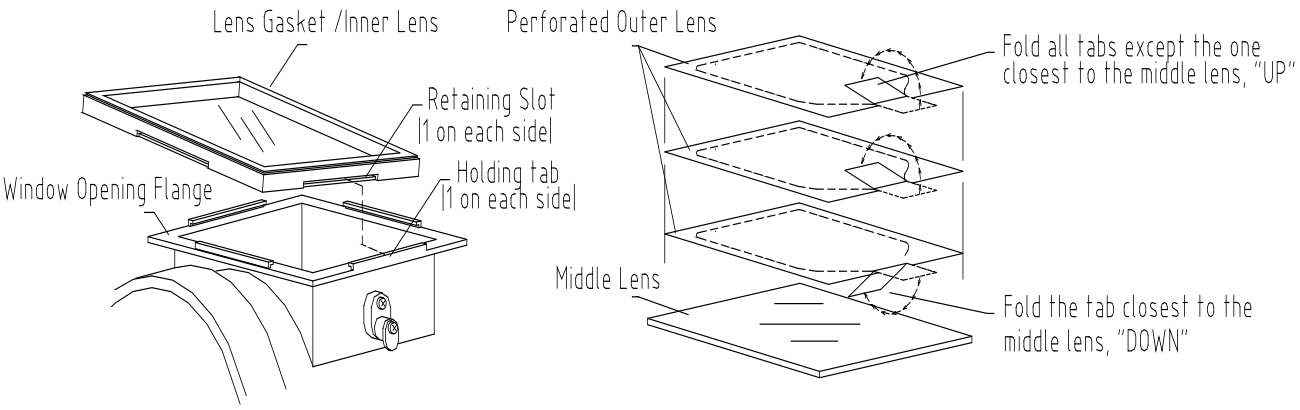

Figure 3: Replacement of mylar lenses
(1) Open Frame	- Trough rubber latch.
(2) Remove Inner Lens	- Remove the middle lens and cover lens. - Pull the lens gasket and inner lens off the window opening flange. - Remove the inner lens from the lens gasket.
(3) Place new lens	- Clean gasket and replace a new inner lens. - Place the new gasket together with the lens onto the opening from outside. - Place the gasket together with the inner lens onto the flange, and fix one recess over the belonging plug. (see figure 3) - Repeat the above process for all recesses around the helmet.
(4) Place perforated cover lens and one middle lens and close the frame	- Cover lenses - 3 perforated middle lens.